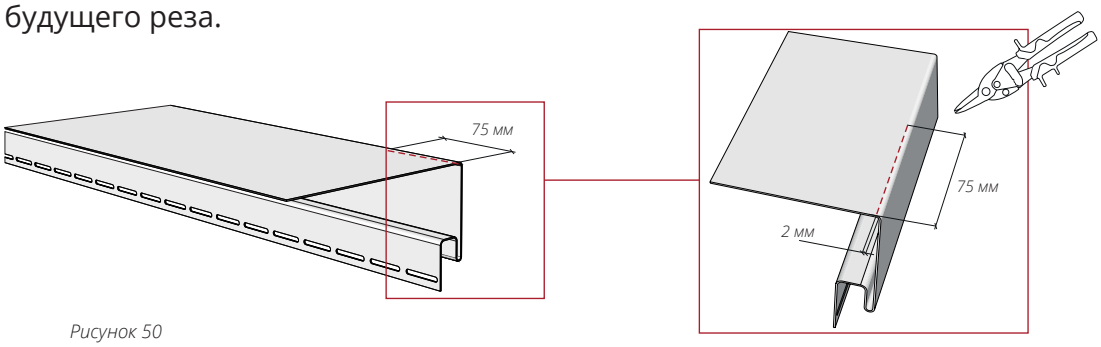
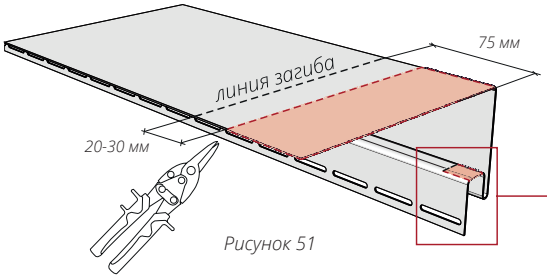

*Рисунок 50*
*Рисунок 51*
**15.5** Для подреза верхней околооконной планки проведите линию параллельно лицевой части длиной 75 мм, отступив от края лицевой части 2 мм согласно рис. 50. Это линия будущего реза.
**15.6** Отмерьте и проведите, согласно рис. 51, едва заметную линию на расстоянии 75 мм от торца околооконки. Это линия будущего загиба верхней околооконной планки. Отступите от этой линии расстояние 20-30 мм к внешней стороне, согласно рис. 51 и проведите еще одну линию, это линия реза. Подрежьте околооконку по разметке согласно рис. 50, 51, используя ножницы.